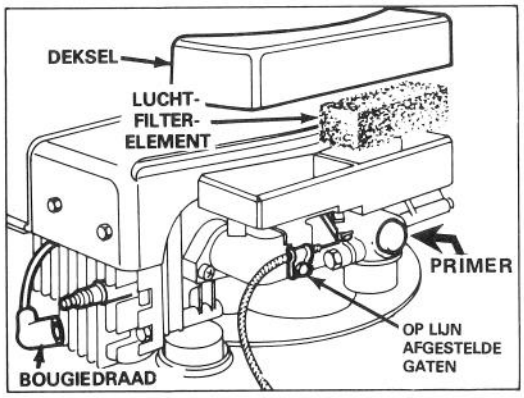

Afbeelding 8
3. KOUDE START — Trek voor het starten 5 keer aan de koude start ontsteking wanneer de temperatuur beneden 10 °C is (Afb. 8). Pauzeer 2 seconden tussen het trekken.
1. Zet de motor af en trek de draad uit de bougie (Afb. 8).
2. Plaats uw vingers onder de rechterzijde van het deksel en licht dit op (Afb. 8). Maak de binnen- en buitenkant van het deksel schoon indien dit vuil is.
3. Controleer de bovenkant van het luchtfilterelement (Afb. 8). Indien het vuil is moet het element van de luchtfilter worden verwijderd en schoongemaakt (Afb. 8).
4. Maak het gedeelte rondom de aftapplug schoon. Gebruik een 1/2-inch schroef en verwijder de aftapplug (Afb. 8). Zet de maaier langzaam weer in zijn normale stand zodat de olie in de aftaptank vloeit.
1. Zet de motor af en trek de draad van de bougie (Afb. 8).
2. Maak het gebied rondom de bougie schoon en verwijder de bougie van de cylinderkop (Afb. 8).